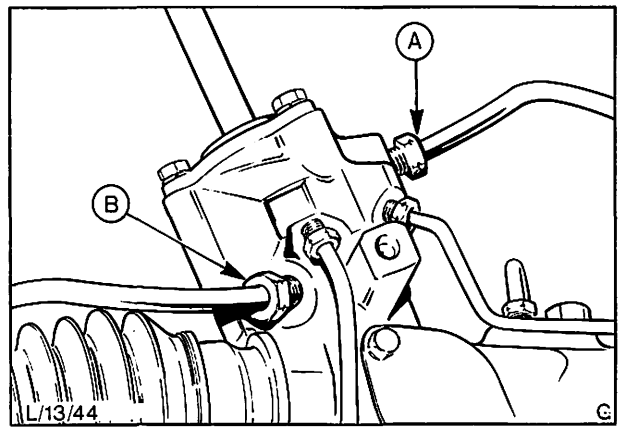

Abb. 18 Anordnung der Ölleitungen
3. Druckleitung und Rücklaufleitung vom Steuerventil lösen, Abb. 18, und Hydrauliköl ablassen.